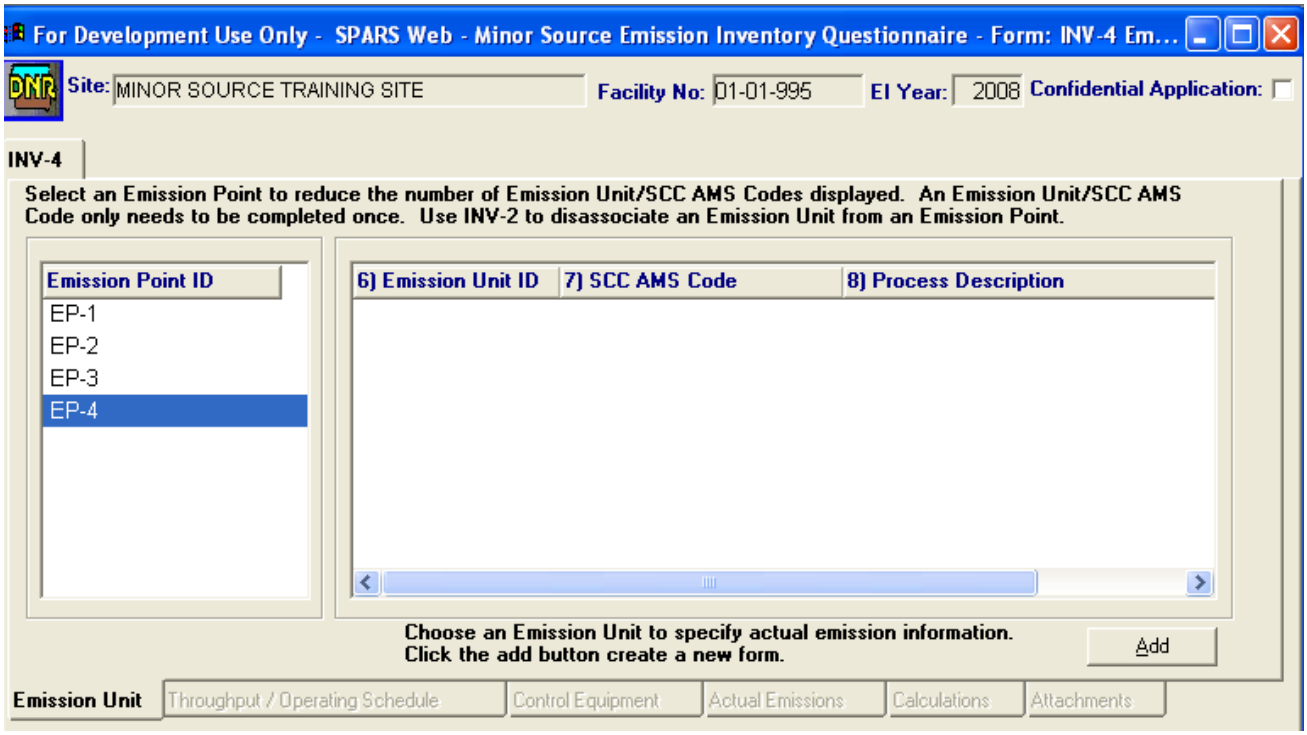

Figure 9.14 – New Emission Point EP-4 was not included in the previous inventory, therefore, it is not included in INV-4 for the new inventory, either.
3. Inside the **Emission Point ID** box, highlight the emission point ID for the new emission point and click **Add** (see Figure 9.14).